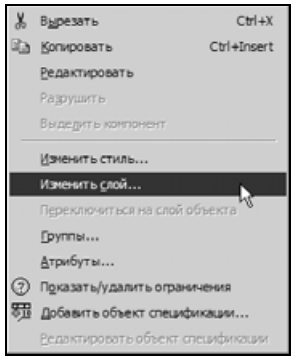

Рис. 3.44
- Щелкните правой кнопкой на любом из выделенных размеров. Из появившегося контекстного меню выберите команду **Изменить слой** (рис. 3.44).